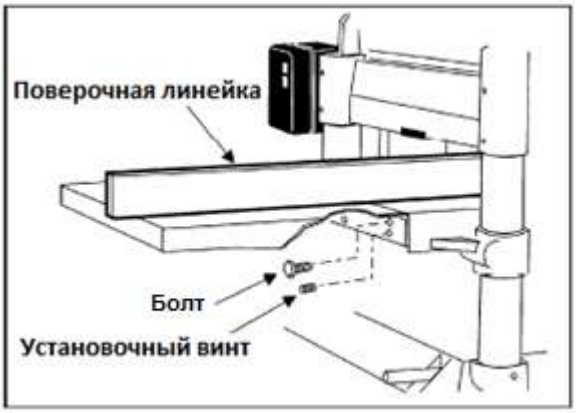

Рис. 9
1. Установите чугунное удлинение стола на краю основного стола с помощью трех винтов с шестигранной головкой M8 x 25 (см. Рис. 9),